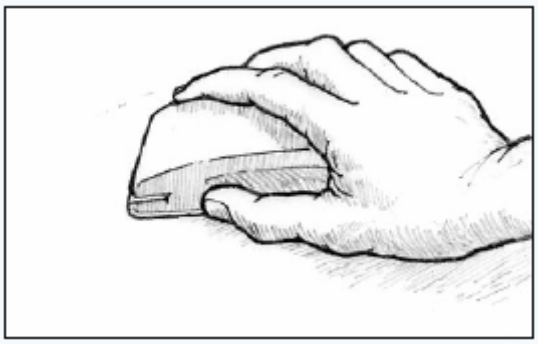

Рис. 32. Отшлифуйте поверхность.
3. Отшлифуйте поверхность так, чтобы она стала гладкой *(Рисунок 32)*. Если на поверхности есть потеки смолы, начните шлифовку наждачной бумагой № 80. Шлифуйте поверхность до тех пор, пока она не станет ровной, на вид и на ощупь. Завершите шлифовку, используя рекомендованный для данного покрытия тип наждачной бумаги – должно быть указано в инструкциях по нанесению покрытия. Адгезия краски частично зависит от механического сцепления краски с поверхностью эпоксидной смолы. Если будет наноситься High-Build или порозаполняющая грунтовка, как правило, достаточно наждачной бумаги зернистостью 80-100. Для грунтовок и покрытий с большим содержанием твёрдых веществ, лучше использовать №120-180. Для глянцевых покрытий рекомендуем заканчивать шлифовку наждачной бумагой зернистостью 180. Более «тонкая» шлифовка может не создать достаточную шероховатость для хорошей адгезии. Всегда следуйте рекомендациям производителя покрытия в отношении подготовки поверхности. Многие предпочитают применять влажную шлифовку, так как это снижает риск появления пыли и, к тому же, так можно объединить описанные выше этапы 2 и 3 в одно действие.